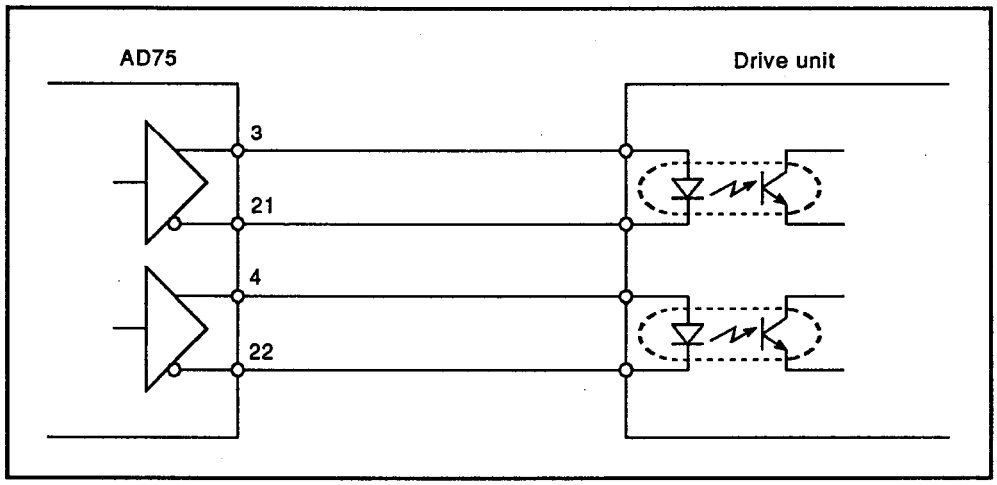

Fig. 5.1 Example Connection Using AD75 Differential Driver
(2) You are recommended to use the differential driver system for connection between the AD75 and drive unit in order to increase the noise margin. (See Figure 5.1.)
(3) When the AD75 is connected to an MR-J/MRH servo amplifier (made by Mitsubishi), the logic can be changed by changing the servo amplifier parameter settings, which means that the normal wiring shown in Figures 5.1 and 5.2 can be used.